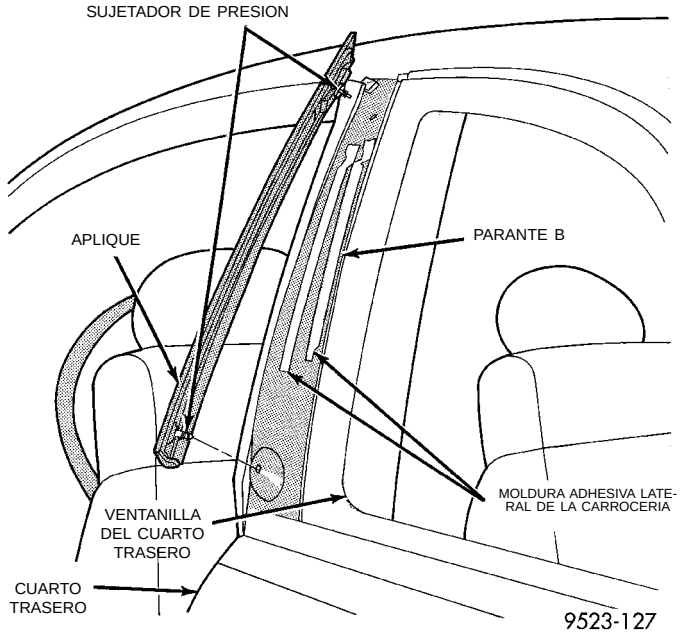

Fig. 42 Aplique del parante B
(1) Con una varilla tapizada C-4755, haga palanca en la parte inferior del aplique para extraerlo del parante B.
(2) Desacople el sujetador de presión que fija la parte inferior del aplique al parante B.
(3) Separe el aplique de la moldura adhesiva lateral de la carrocería, en la parte posterior del aplique (Fig. 42).
(4) Desacople el sujetador de presión que fija la parte superior del aplique al parante B.
(5) Separe el aplique del vehículo.